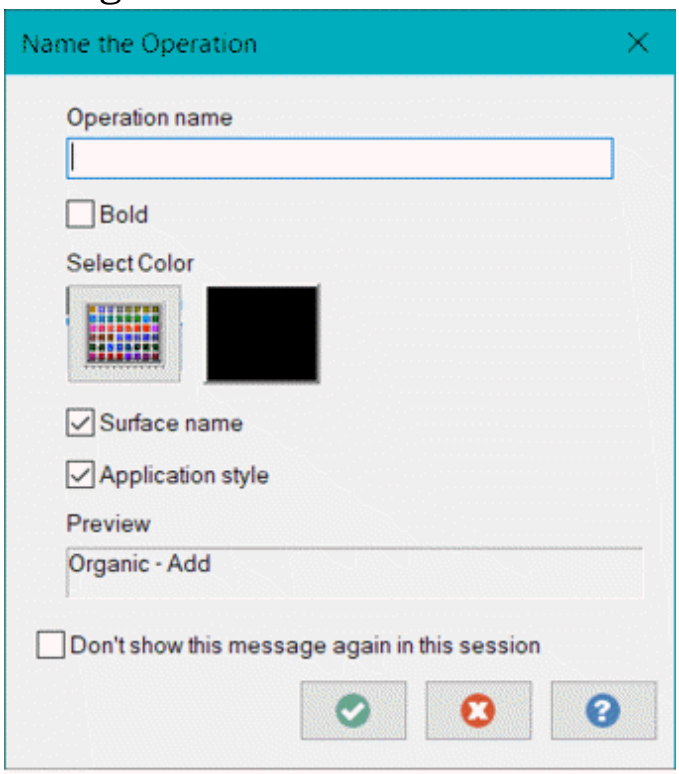

Figure-27. Name the Operation dialog box
- Specify desired value in the **Performance** edit box to define whether you want to create accurate surface design or you want to perform faster processing with lossy quality. After setting desired parameters, click on the **OK** button from the dialog box to define advanced parameters and then click on the **OK** button from the **Organic** dialog box. The **Name the Operation** dialog box will be displayed; refer to Figure-27.